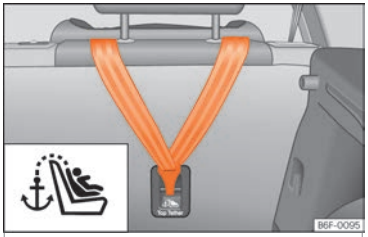

Fig. 29 Back of the rear seats: Top Tether securing rings.
- Slide the strap and secure it properly with the anchorage of the backrest ››› Fig. 29.